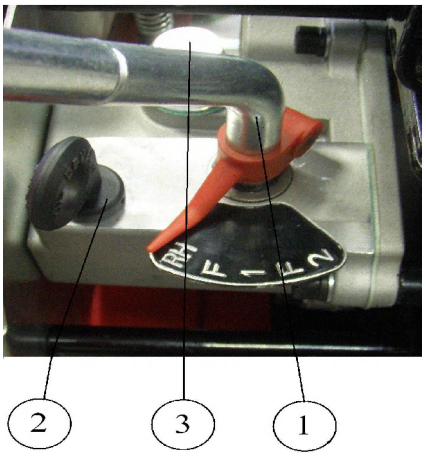

Рис. 12.
1. Вынуть масляный щуп коробки передач (см. рис.12, поз.2).
2. Выбрать требуемое направление движения и передачу при помощи рычага переключения передач (см. рис.12, поз.1).
- для движения задним ходом установить рычаг переключения передач в положение “RH” (см. рис.12).